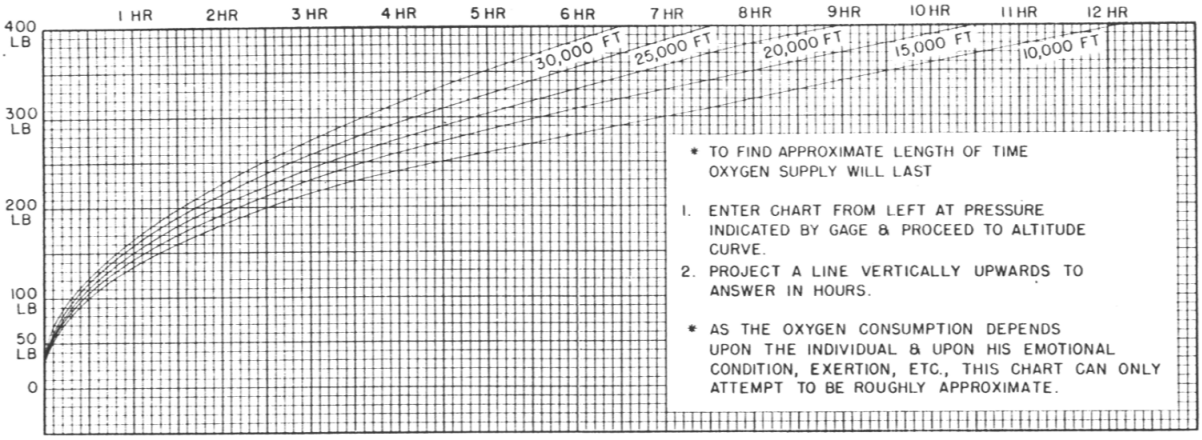

Figure 40—Oxygen Consumption Chart
g. RECOGNITION LIGHTS.—For operation of recognition lights, see Section II, paragraph 23, *a.* (5).
a. DESCRIPTION.—Oxygen is supplied from two Type D-2 and two Type F-2 low pressure oxygen cylinders. A Type A-12 demand regulator, cylinder pressure gage, low-pressure warning signal, and flow indicator are in the cockpit *(see figure 39)*. A Type A-9, A-9A, A-10, or B-14 mask may be used with this equipment. The blinker flow indicator operates with the breathing of the wearer, indicating proper functioning of the system. When the pressure of the cylinders drops to the danger point (100 lbs./sq. in.), a signal lamp on the instrument panel illuminates. The oxygen cylinders may be refilled without removal from the airplane by means of a filler valve on the left rear side of the fuselage. Normal full pressure of the system is 365 lbs./sq. in. See figure 40 for oxygen consumption chart.